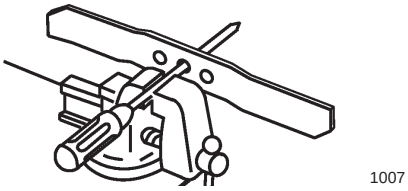

Bild 23
1. Prüfen Sie die Wucht des Messers, indem Sie das mittlere Loch im Messer über einen Nagel oder einen Schraubenzieherschaft hängen, den Sie horizontal in einen Schraubstock einklemmen (Bild 23).